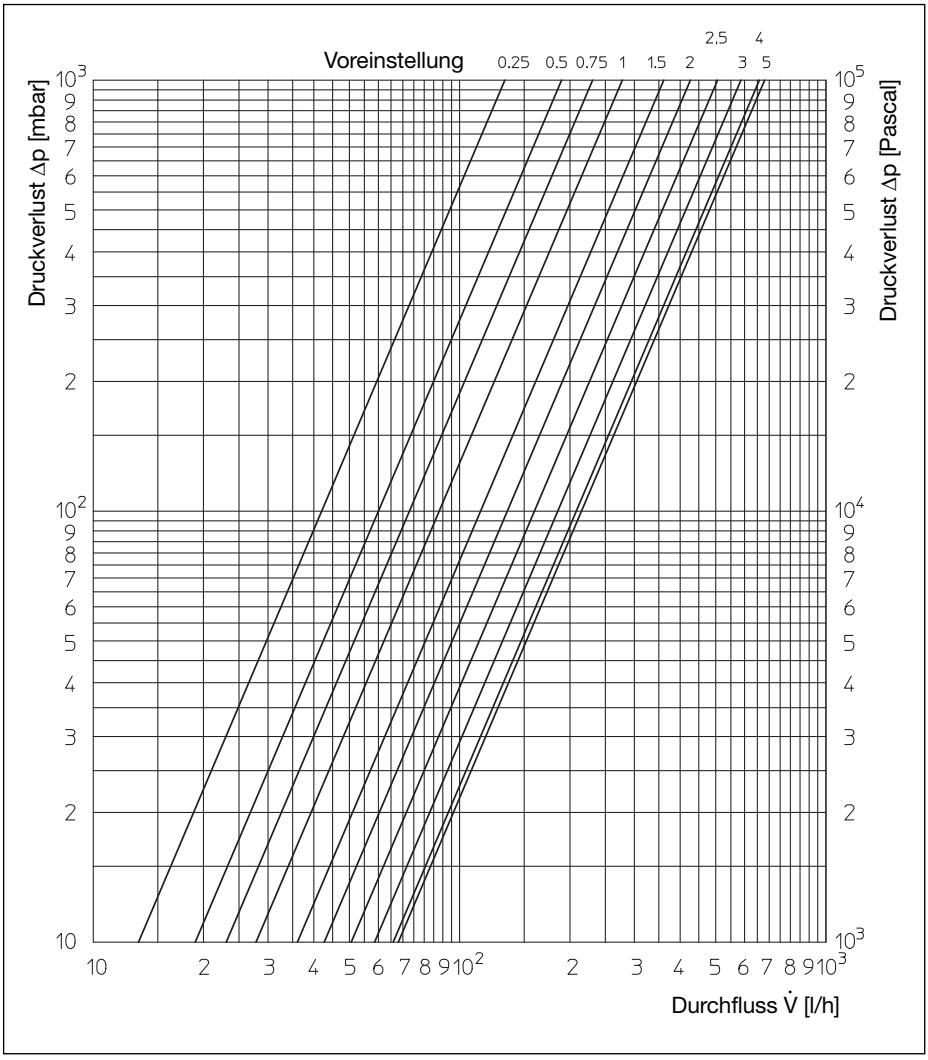

Abb. 7.1: Diagramm Reguliereinsatz, 2K P-Abweichung, Bypass Voreinstellung 1,4 (25%)
- Ventilkegel mit dem Innensechskantschlüssel SW4 entsprechend den laut Diagrammen (Abb. 7.1 bis 7.4) gewählten Umdrehungen durch Linksdrehen einstellen.